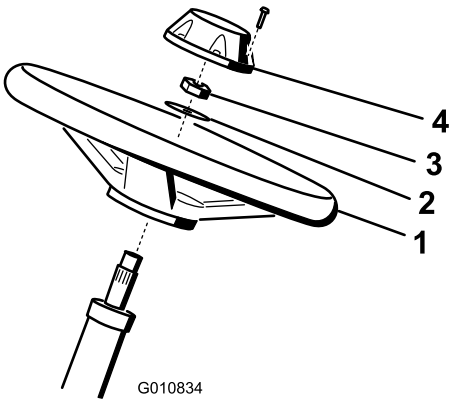

Figuur 4
1. Schuif het stuurwiel op de stuuras (Figuur 4).
2. Schuif de ring op de stuuras (Figuur 4).
3. Bevestig het stuurwiel op de as met een contramoer en draai deze vast met 27 tot 35 Nm (Figuur 4).
4. Plaats de dop op het stuurwiel en bevestig deze met de schroef (Figuur 4).